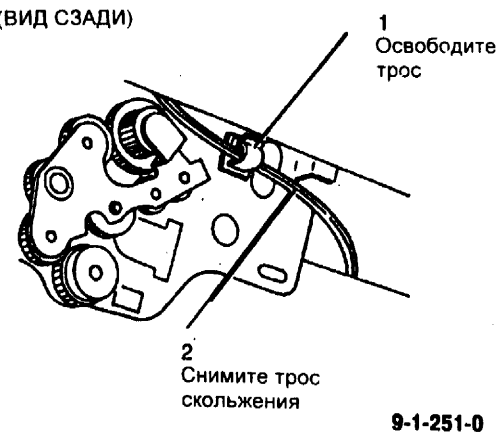

Рис. 3 Снятие троса скольжения
5. (Рис. 3) Снимите трос скольжения.